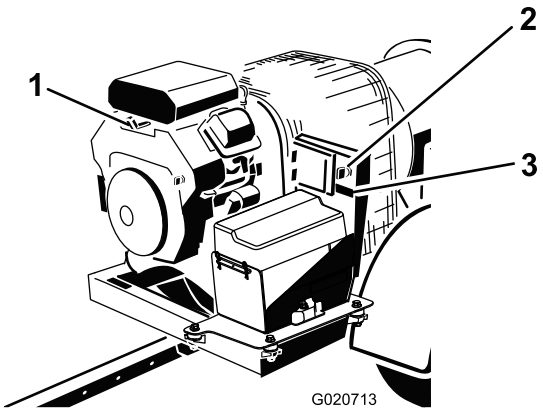

**Figur 10**
3. Drej tændingsnøglen til positionen "START", og sæt den hurtigt herefter i positionen "ON" (Figur 10) Dette aktiverer modtageren.
4. Hvis du forlader maskinen, skal nøglen drejes til positionen FRA og tages ud af tændingen (Figur 10).